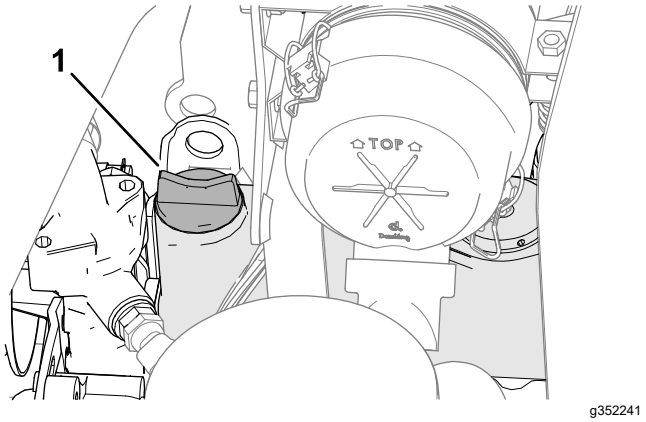

**Figur 69**
5. Om oljenivån är låg tar du bort oljepåfyllningslocket (Figur 69) och tillsätter gradvis små mängder olja samtidigt som du kontrollerar att nivån når FULL på oljestickan.